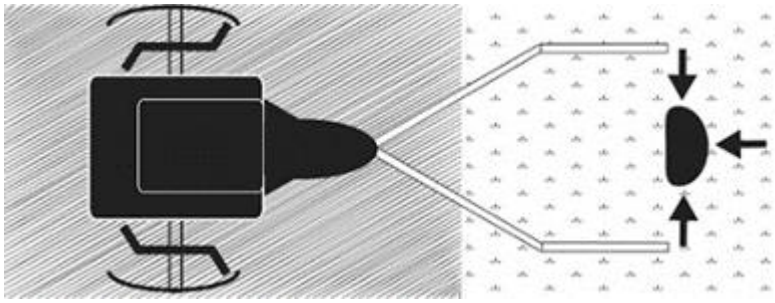

Rys. 10
3. Gdy pracuje silnik i maszyna jest użytkowana, nie opuszczaj strefy bezpieczeństwa - oznaczonej kropkami na Rys. 10.